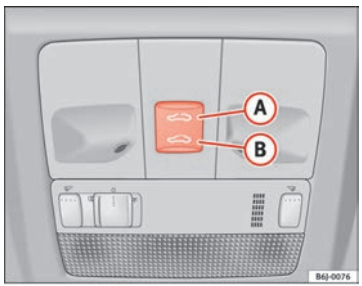

Fig. 52 Techo panorámico / deflector
– Pulse y mantenga pulsado el botón (B) ⇒ fig. 52 ⇒ ⚠, el techo realiza el movimiento de cerrado hasta que se suelta el botón.